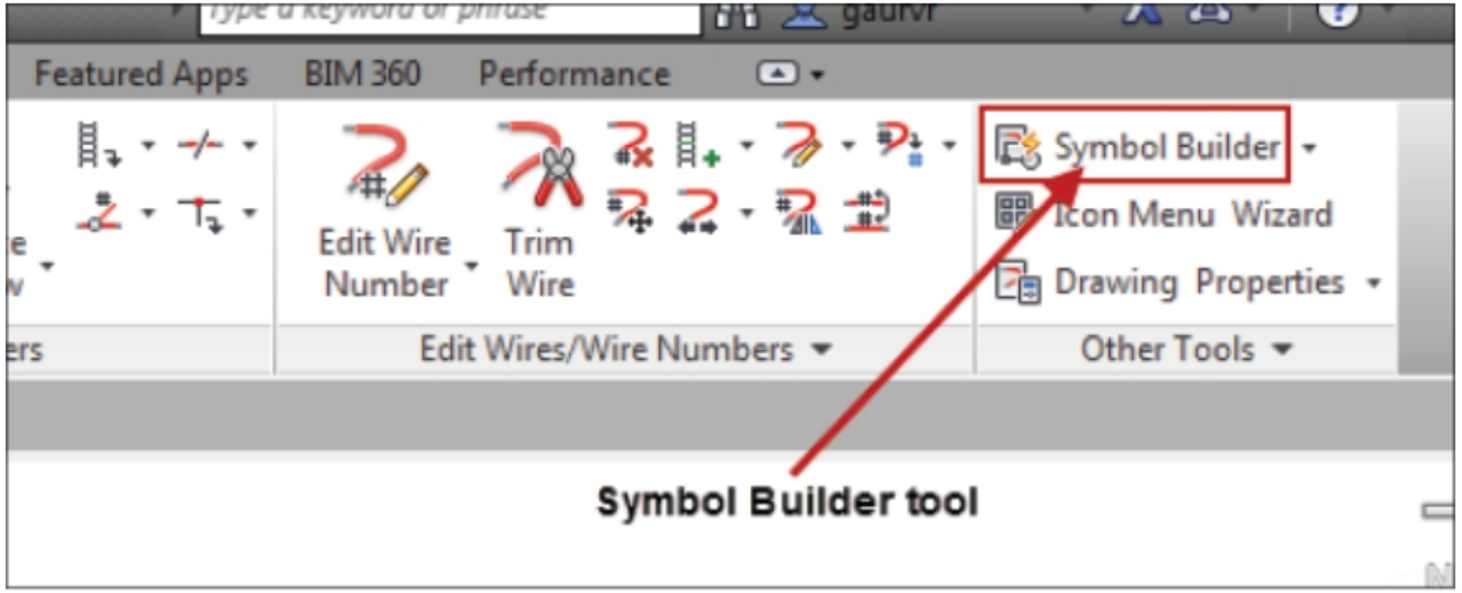
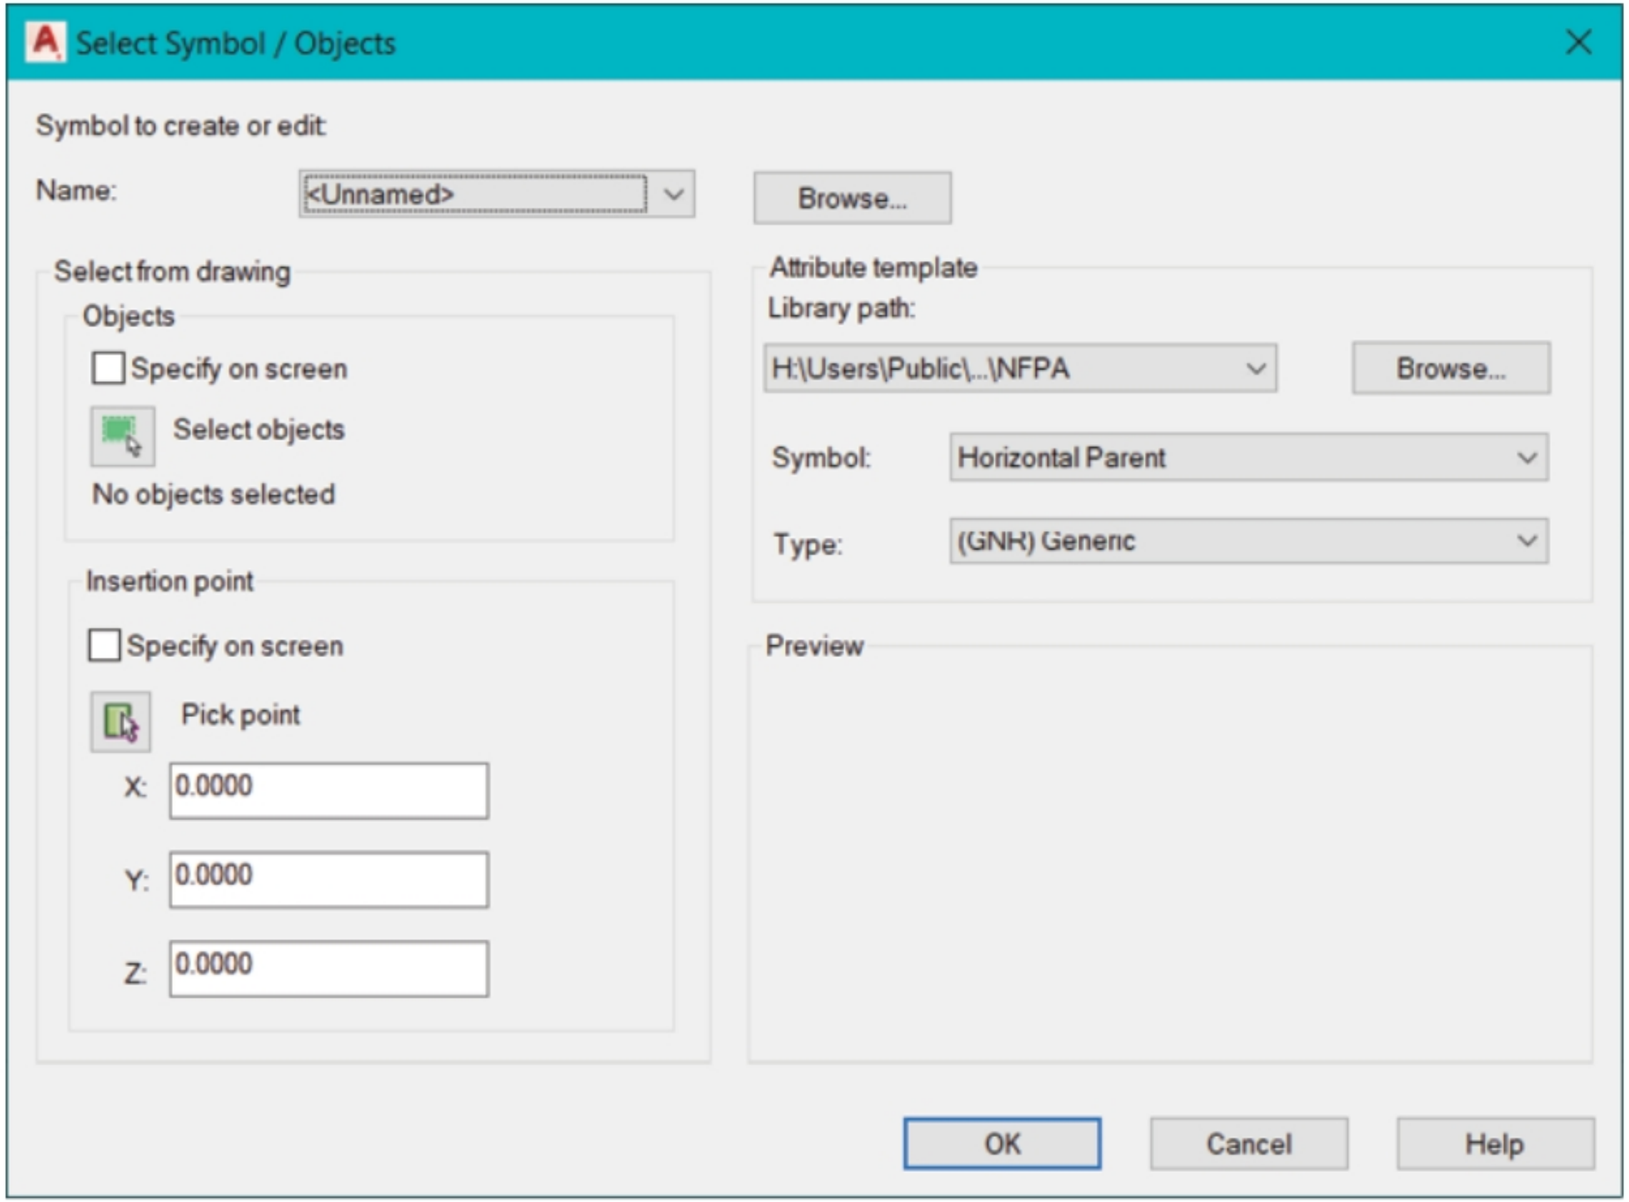

Figure-46. Symbol Builder tool
Figure-47. Select Symbol or Objects dialog box
- Click on the **Symbol Builder** tool from the **Other Tools** panel in the **Ribbon**; refer to Figure-46. The **Select Symbol/Objects** dialog box will be displayed; refer to Figure-47.